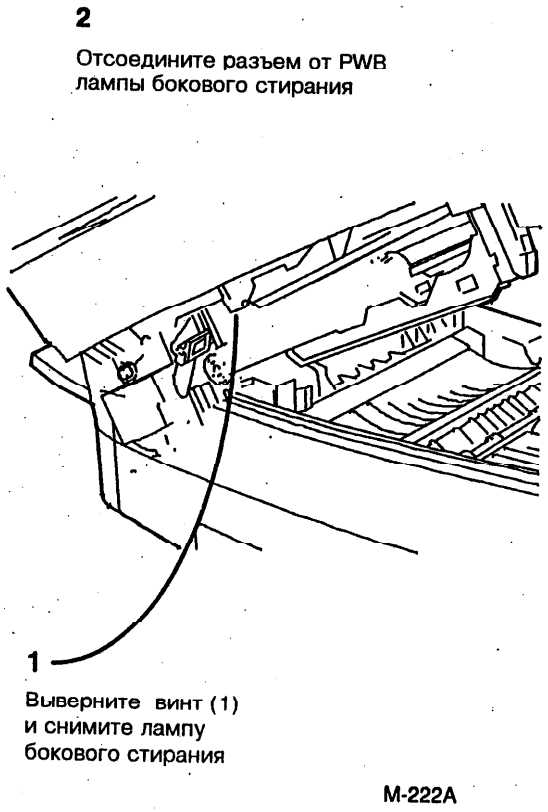

Рис. 1. Снятие лампы бокового стирания
3. (Рис. 1): Снимите узел лампы бокового стирания.